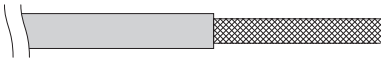

Fig. 4-9
(1) Rimuovere la guaina di protezione facendo attenzione a non danneggiare la schermatura di fili intrecciati (Fig. 4-9).